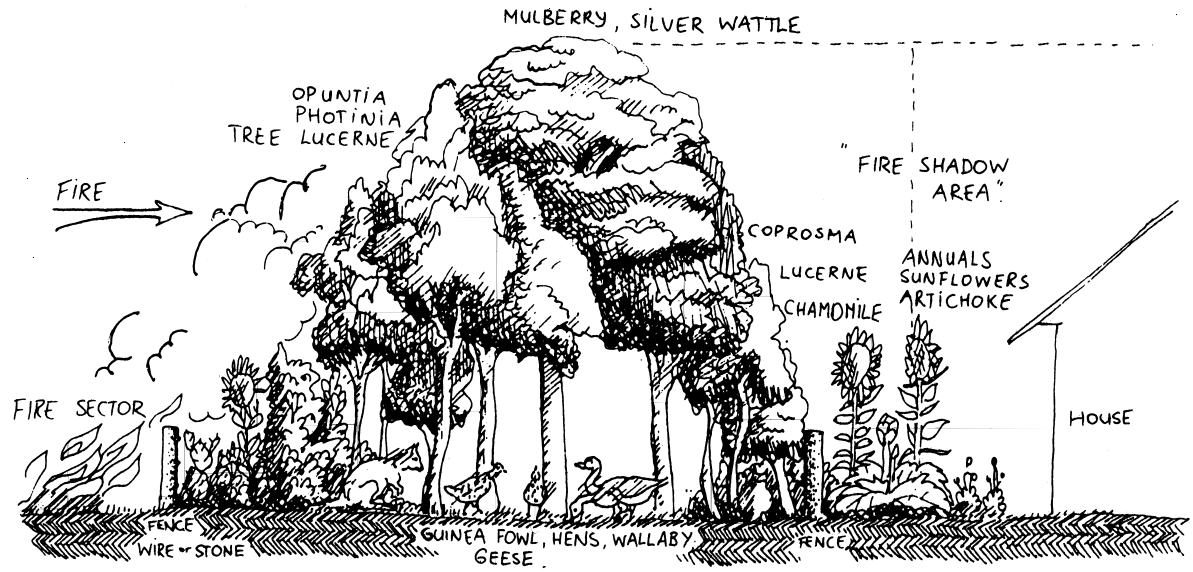

FIGURE 2.32 Fire defence planting (with livestock) for small towns or house sites.
• **Plant a windbreak** of fire-retardant species to reduce wind during a fire (**Figure 2.32**)